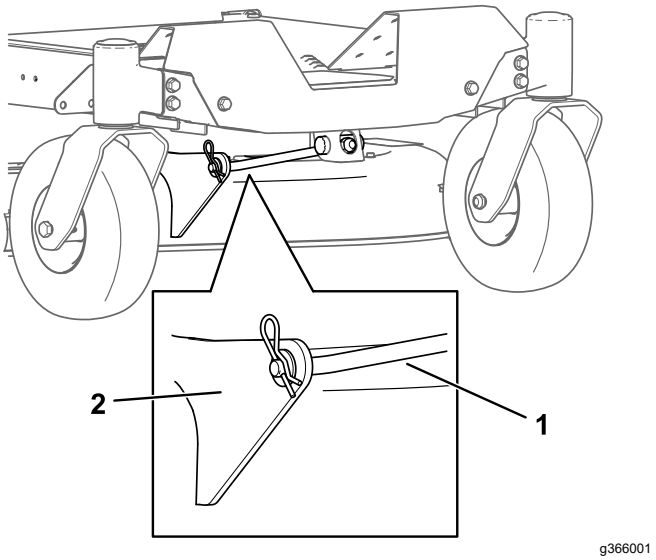

Figur 72
5. Ta bort hårnålssprinten från den främre stödstången och ta bort stången från däckfästet (Figur 72).
8. Fäst den främre stödstången vid klippardäcket med hårnålssprinten och sprintbulten (Figur 72).